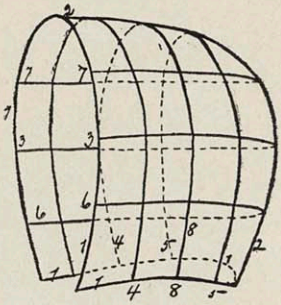

FIG. 11
For a child's close bonnet the edge wire is bent as shown in Fig. 11. To get the measurements, take these as directed in the lesson on children's millinery, i. e., around the face, over the head from front to back, around the head from side to side, and around the base of head from in front of and below each ear. The edge wire is in one (1), joined at back of neck. Put in first the wire from front to back, (2) next the one from side to side, (3) tie at back where they cross; these will be your keys, for the other wires, which may be cut approximately, tied on at the top, then curved to the right form, and tied at side and neck. In the model there are three each way; they are numbered in the order in which it is best to place them,